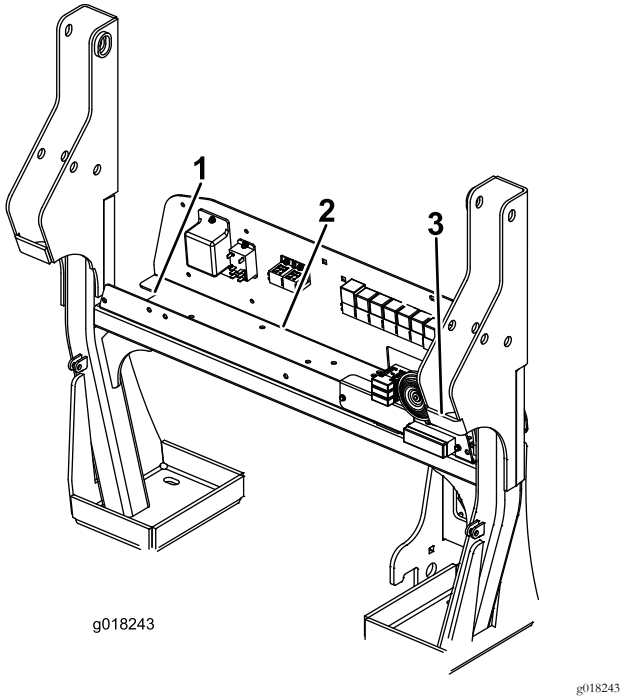

Figure 6
12. Branchez les câbles du faisceau principal de la machine qui est situé sur la cloison électrique (Figure 6), comme suit :
5. En travaillant sur la cloison électrique, branchez le connecteur à 3 broches du câble du manocontact au connecteur correspondant situé sur le faisceau de câblage principal de la machine (Figure 6 et Figure 9).